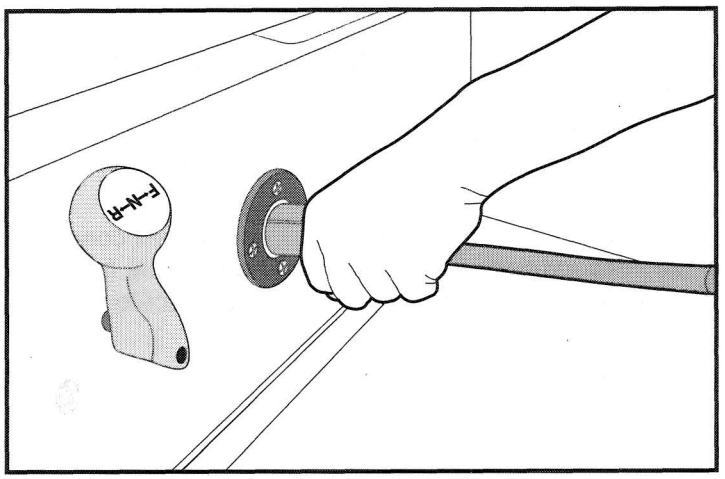

Figure 21
Insert the charger's DC plug into the vehicle's receptacle. The charger will turn on two to ten seconds later. (Figure 21)
- DO NOT ROCK OR BEND THE PLUG. To connect the charger plug to the vehicle receptacle, grasp the plug handle and push the plug straight into the receptacle. (See Figure 21, Page 46)